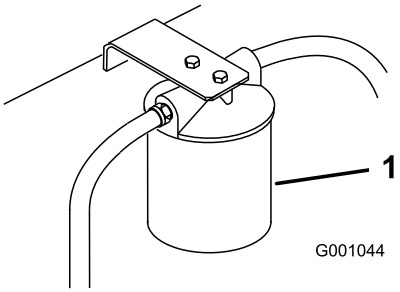

Figur 66
3. Stil et aftapningskar under filteret, fjern det gamle filter, og tør filteradapterpakningens overflade ren (Figur 66).